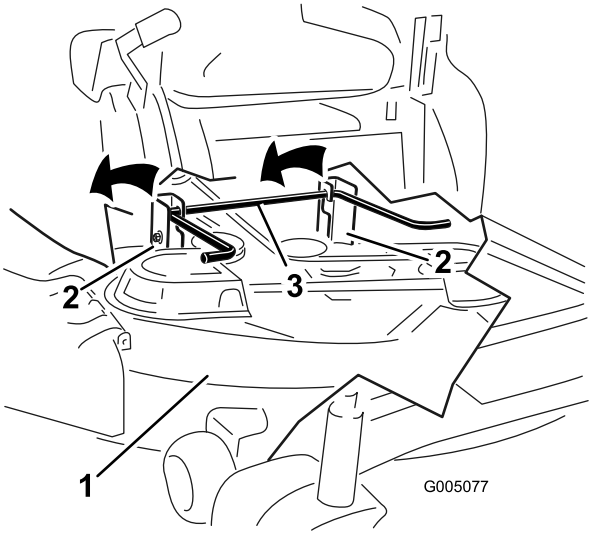
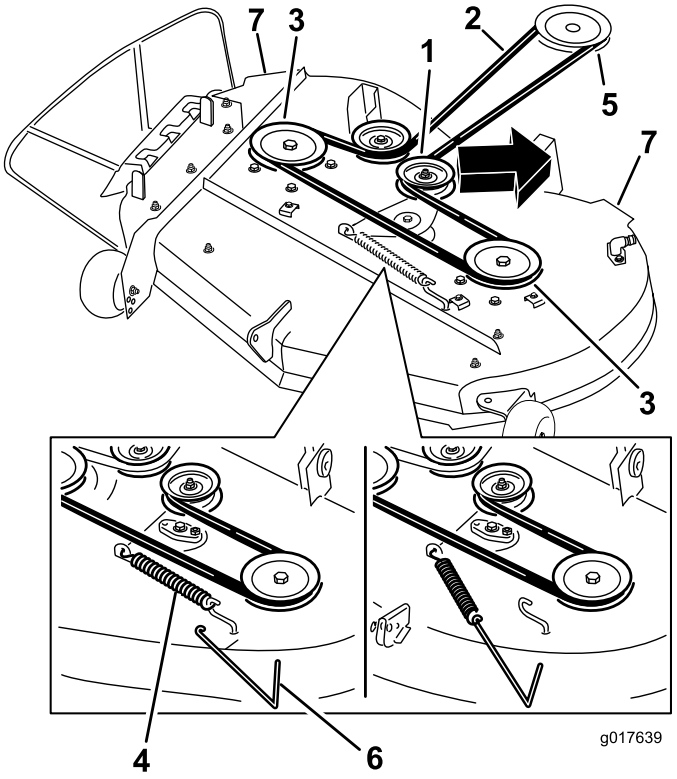

Figure 55
Figure 56
5. Using the mower deck handles, lift the mower deck and hanger brackets clear of the rear lift rod and lower the mower carefully to the ground (Figure 55 and Figure 56).
remove tension on the idler pulley and roll the belt off of the pulleys (Figure 56).
5. Route the new belt around the engine pulley and mower pulleys (Figure 56).
6. Using a spring removal tool, (Toro part no. 92-5771), install the idler spring over the deck hook and placing tension on the idler pulley and mower belt ((Figure 56).
5. Lift the rear of the mower deck and guide the hanger brackets over the rear lift rod (Figure 55).